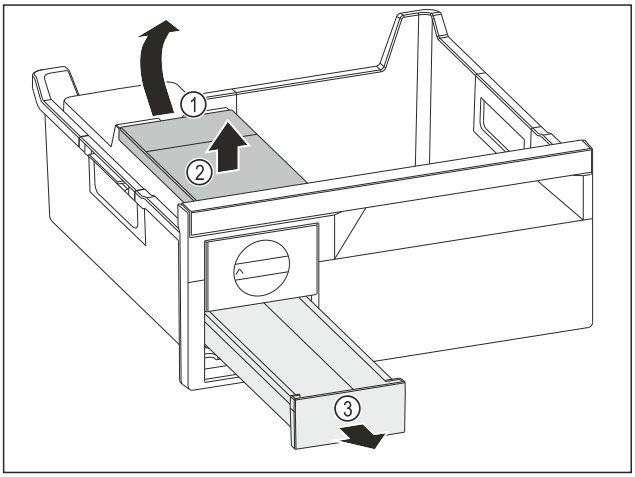

Fig. 104
▶ Removing the water tank: Lift the water tank by the recess *Fig. 104 (1)*.
▶ Remove the water tank *Fig. 104 (2)* upwards.
▶ Remove the ice cube drawer *Fig. 104 (3)* to the front.